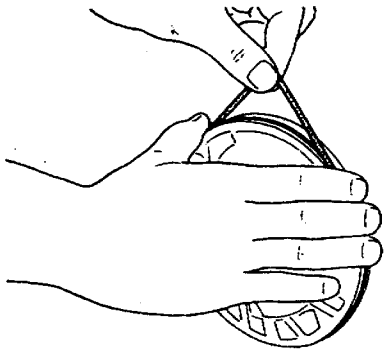

图 9－13－23
(3) 如图 9－13－24 所示，把内、外齿轮装到油泵壳体上。注意内齿轮的方向。
(4) 把油泵盖装到油泵壳体上。